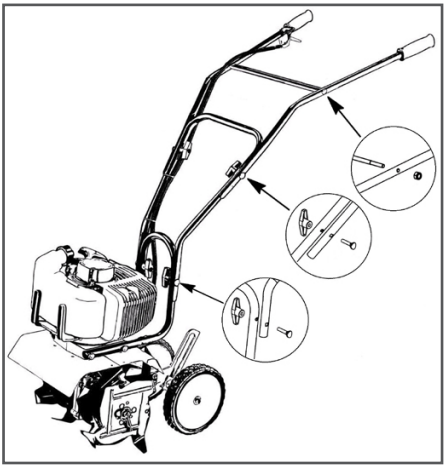

Рис. 8 Установка рукояток управления
5. Установите рукоятки управления как показано на Рис. 8.
Для этого используйте четыре барашковые гайки, четыре крепежных болта и четыре выгнутые шайбы из комплекта крепежа мотокультиватора. Не допускайте чрезмерного затягивания барашковых гаек. Установите поперечную штангу рукояток как показано на Рис. 8.